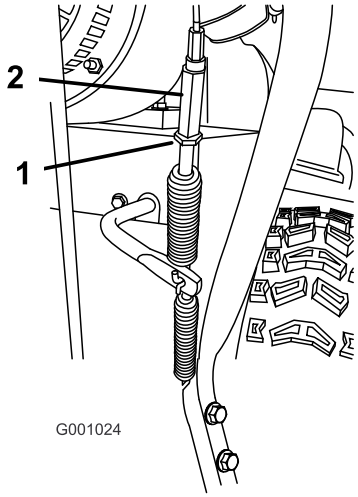

Figur 37
1. Løsne låsemutteren (Figur 37).
2. Løsne eller stram til spennmutteren som tilpasser kabelspenningen (Figur 37).